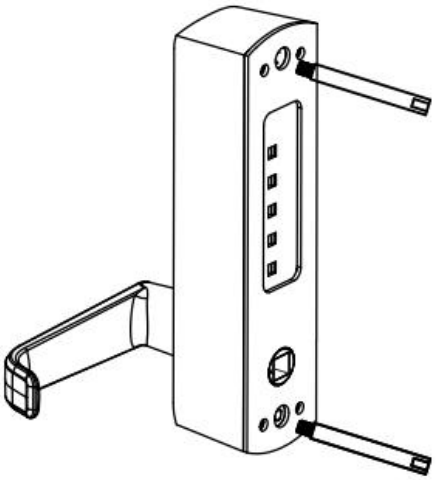

FIG9A
1) Schrauben Sie zunächst die Vollschraube in das Schraubenloch des Zahlenschlosses an der Vorderseite (siehe Abbildung 9A). Wählen Sie anschließend den passenden Vierkantschaft entsprechend der Türstärke aus (siehe Abbildung 10).